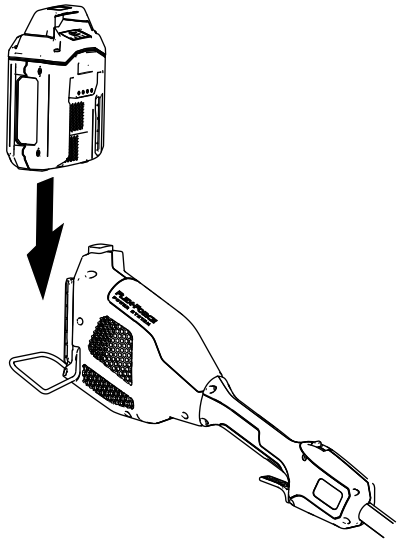

Figure 7
2. Alignez le creux de la batterie sur la languette du corps de la poignée (Figure 7).